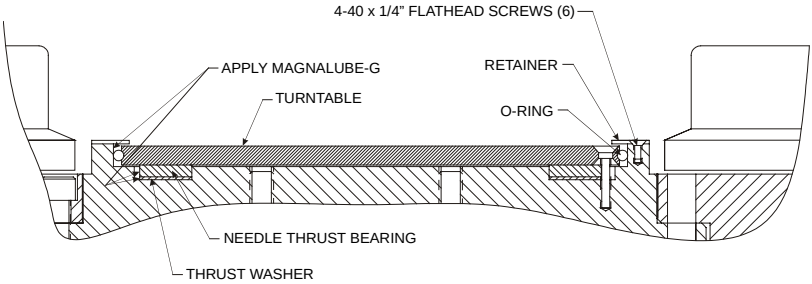

Figure A-1. Cleaning and Greasing the Bearing and Related Parts
✓ Following the steps below, clean the thrust bearing and related parts and grease specified parts (see Figure A-1). During cleaning, visually inspect all parts for wear. Replace parts if necessary.
- ✓ Apply Magnalube-G to the inside diameter of the cavity (see Figure A-1).